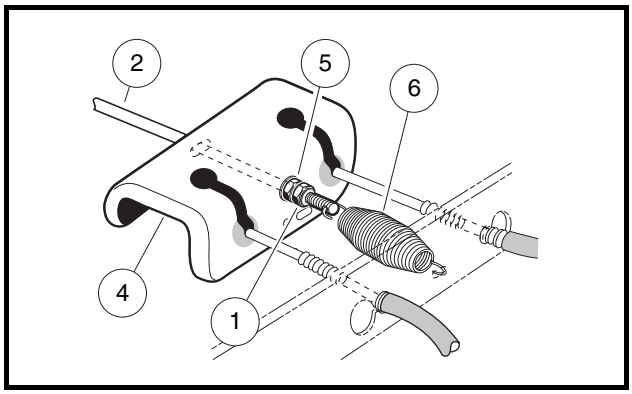

Figure 6-27 Rear Equalizer Adjustment
1.1. To provide slack in the brake cables, loosen the equalizer retaining nuts (1 and 5) on the equalizer rod (2) **(Figure 6-27, Page 6-13)**.
2.2. Tighten the jam nut (5) on the rear equalizer rod (2) clockwise to 35 in-lb (4 N·m) **(Figure 6-27, Page 6-13)**.
2.5. Hold the jam nut (5) on the rear equalizer rod (2) in place with a wrench and tighten the lock nut (1) to 13 ft-lb (17.6 N·m) **(Figure 6-27, Page 6-13)**. **See following CAUTION.**
- **If the brake pedal return spring (6) was disconnected while equalizing the brake cables, be sure to reconnect it before proceeding (Figure 6-27, Page 6-13).**
2. Release park brake and loosen equalizer retaining nuts (1 and 5) on equalizer rod (2) to slightly loosen brake cable **(Figure 6-27, Page 6-13)**.